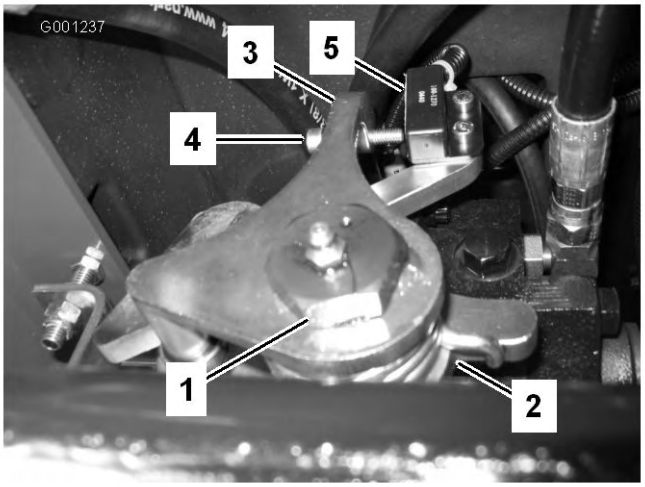

Figur 57
3. Løsn holdeskruen modsat traktionsjusteringsknasten (Figur 57).
7. Juster skruen på returneringsarmen til neutral (Figur 57), indtil afstanden mellem enden af skruen og kontakten er 2–3 mm.